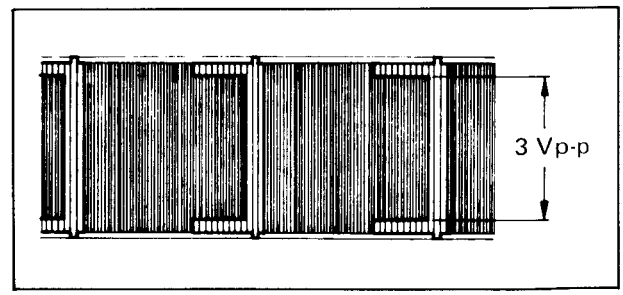

Fig. 5-23 FM record level
3. Adjust R1 (FM REC LEVEL), so that the level of TP-1 is 3.0 Vp-p as shown in Fig. 5-23.